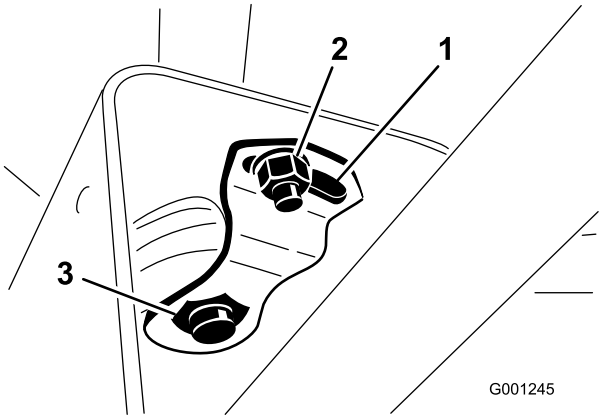

**Figuur 70**
2. Schuif de kap omhoog langs de stuuras zodat de draaibeugel zichtbaar wordt (Figuur 70).
3. Zet de kleine moer los en draai aan de draaibeugel totdat deze de grote moer onder vastklemt (Figuur 70).